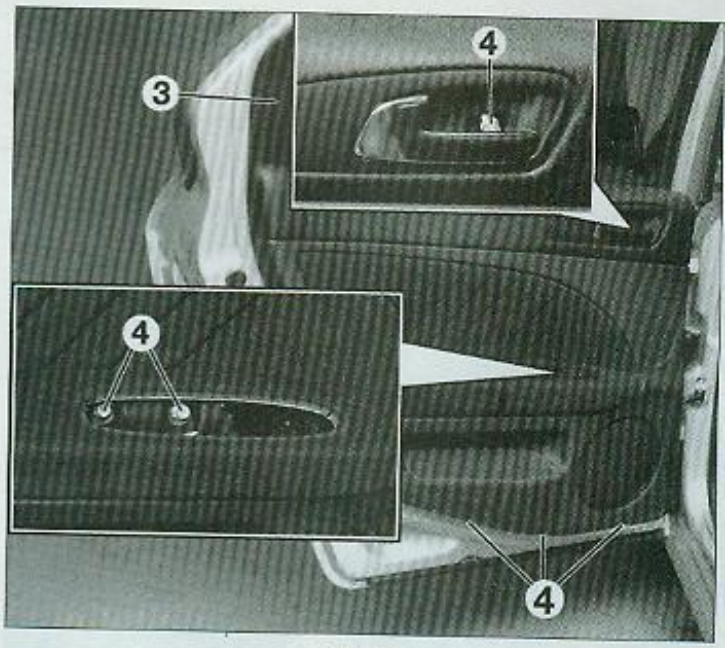

FIG. 41
• Déposer le cache (3).
- les vis de fixation (4) de la garniture de porte (Fig.41).